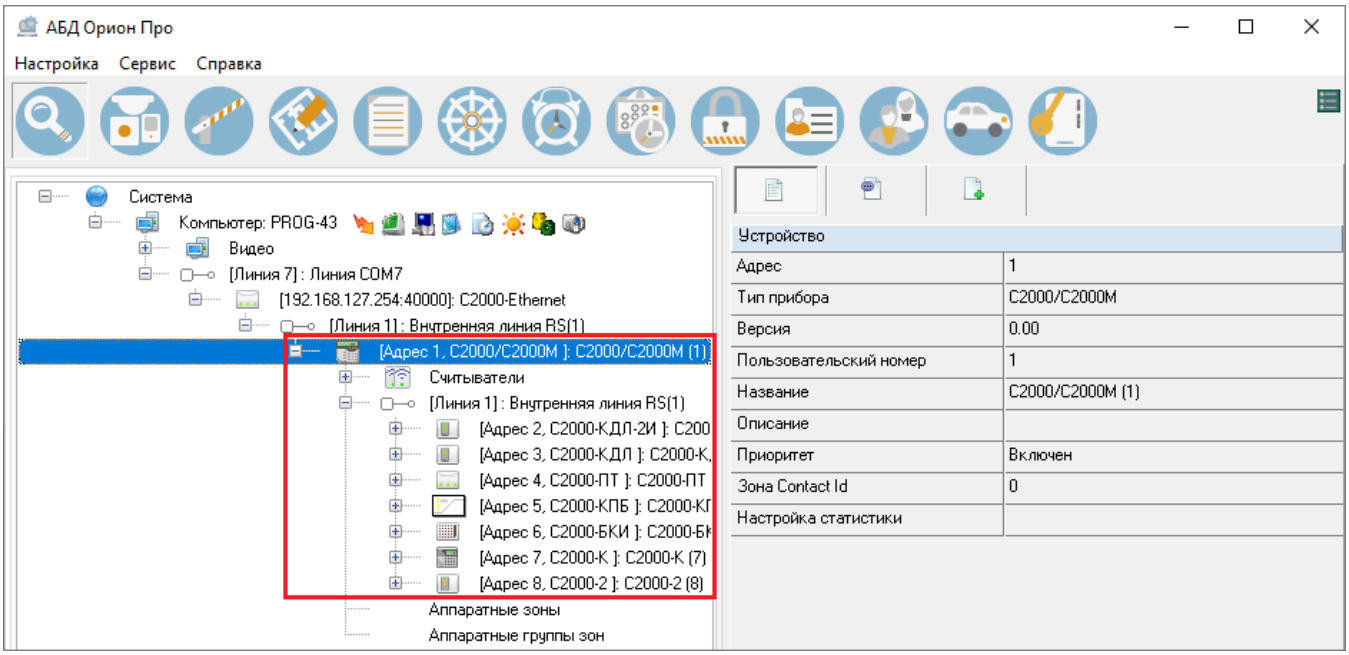

Рисунок 6-85 Пульт C2000M и его дочерние элементы, перенесенные на внутреннюю линию прибора C2000-Ethernet
- Все приборы, которые были на преобразуемой линии, а также их взаимосвязи с дочерними элементами, будут перенесены на внутреннюю линию прибора С2000-Ethernet (см. Рисунок 6-85).